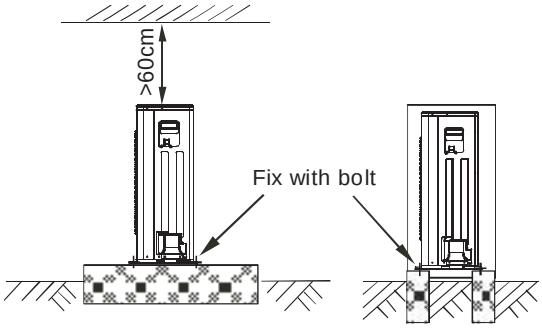

Fig.5-6
- *Make concrete foundation according to the specifications of the outdoor units. (Refer to Fig.5-6)*
- *Fasten the feet of this unit with bolts firmly to prevent it from collapsing in case of earthquake or strong wind. (Refer to Fig.5-6)*